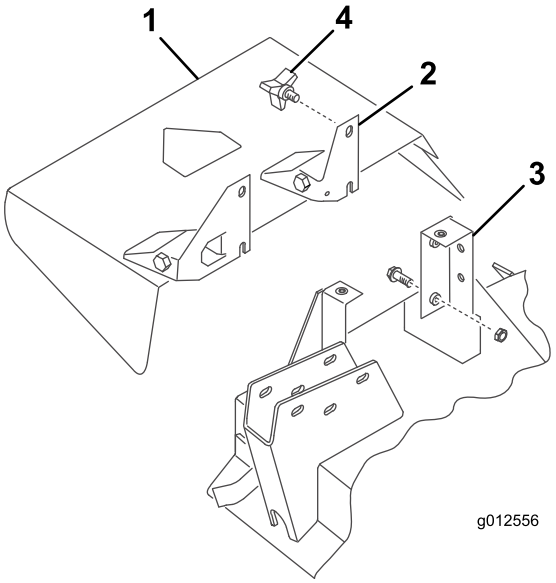

Figuur 30
2. Schuif de openingen onderaan de draaibeugel van de grasgeleider op de bouten aan de zijkant van de maaidekbeugels (Figuur 30).